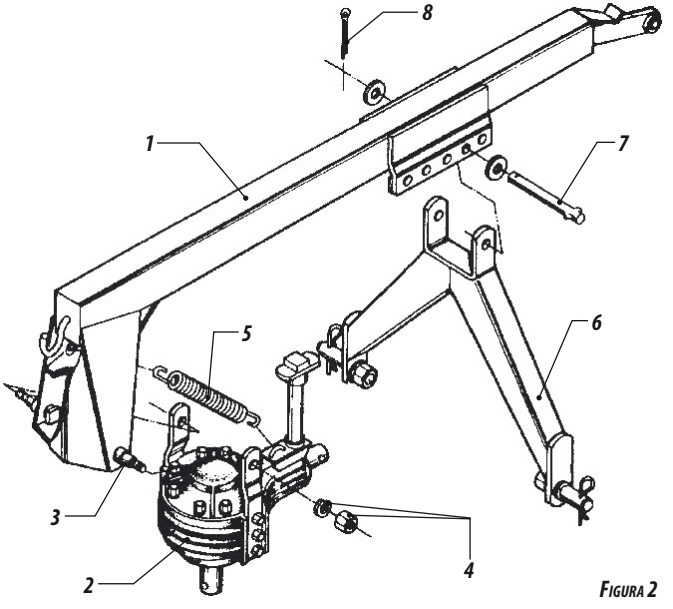

Figura 2
- Armar en la armación (1) ***figura 2***, la caja reductora (2), a través de los tornillos (3) y trabar con las tuercas (4).
- Poner el resorte (5) en la armación y caja reductora.
- Fijar en la armación (1) el cabezal de enganche (6), a través del perno (7), trabando con el perno (8).